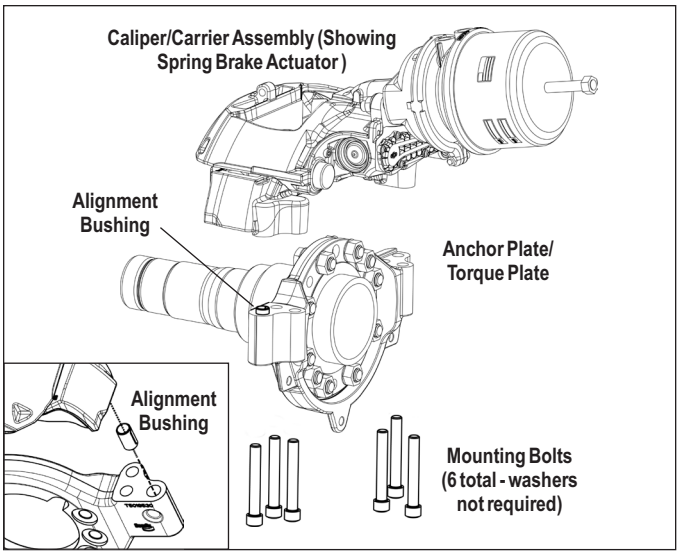

Figure 41 – Vertical Mount Caliper/Carrier
5.3.4 *See Figure 41.* Supporting the air disc brake by necessary means, remove the six (6) mounting bolts/washers and discard. Note: Bendix strongly recommends that during reassembly these bolts are replaced – see your vehicle manufacturer for replacement hardware. Lift the caliper up off the anchor plate.